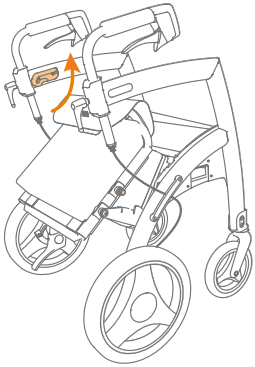
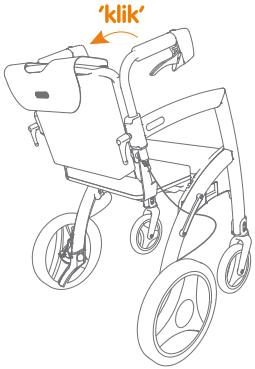

Figure 34: Pull the backrest further up.
Figure 35: Click the backrest into the guide rails.
c. Pull the backrest further up and then back **(Figure 34)** so that the locking bolts click into the upper guide rails on the frame **(Figure 35)**. If the upper locking pins do not slide smoothly into the upper guide rails on the frame, push the backrest forward until halfway up the frame and try again.